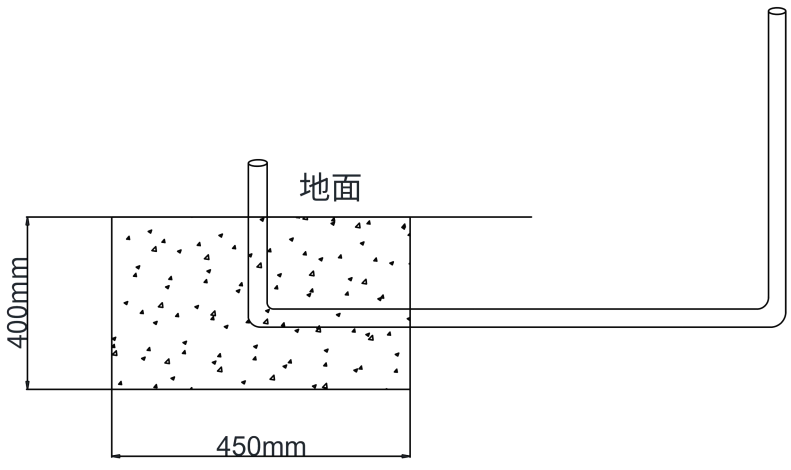

图 2
1、设备安装前先在地面开挖一个深 400mm、长为 450mm、宽 400mm 的土坑，且做好线管预埋（线管可用Ø32 的 PVC 或 SC 材质），如图 2。